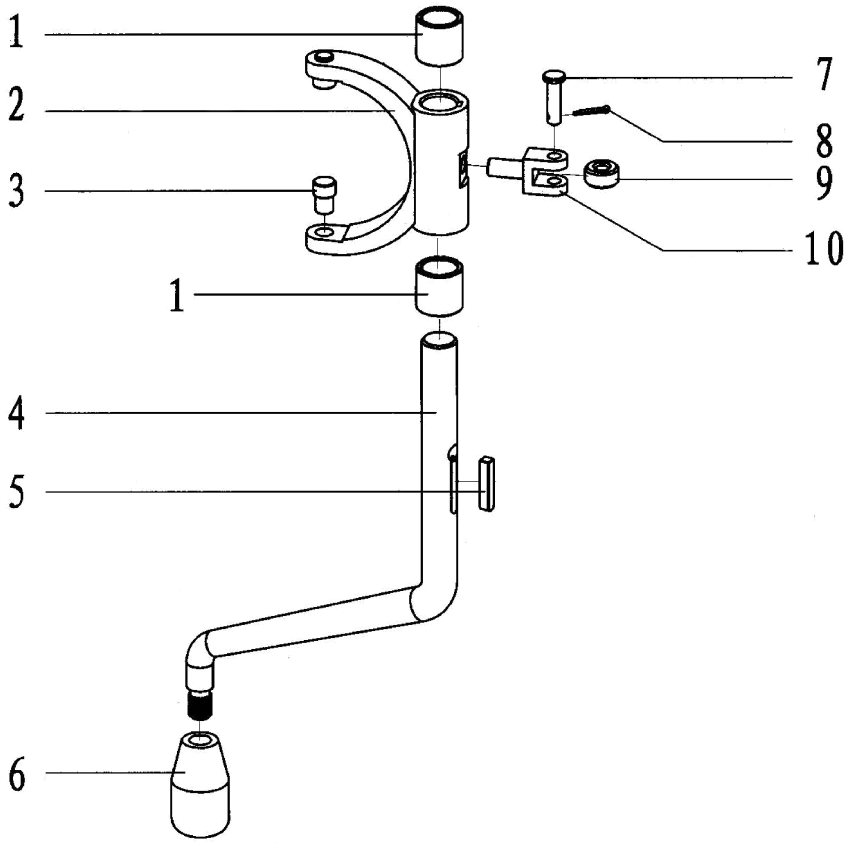

Fig.7
9.2.5 Shifting assembly and parts list（Fig. 7,Table 7）